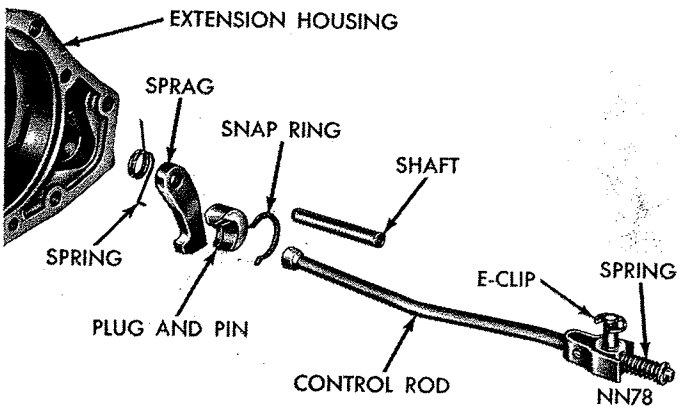

*Fig. 46—Parking Lock Components—Disassembled*
(1) Remove extension housing, refer to Page 65.
(2) To replace the governor support and parking gear, refer to Page 66.
(3) Slide shaft out of extension housing to remove the parking sprag and spring (Fig. 46). Remove snap ring and slide the reaction plug and pin assembly out of the housing.
(4) To replace the parking lock control rod, refer to "Valve Body—Removal and Installation," Page 67.
(1) Position sprag and spring in the housing and insert the shaft (Fig. 46). Make sure square lug on sprag is toward parking gear, and spring is positioned so it moves sprag away from the gear.
(2) Install reaction plug and pin assembly in the housing and secure with snap ring.
(3) Install extension housing and connect propeller shaft.